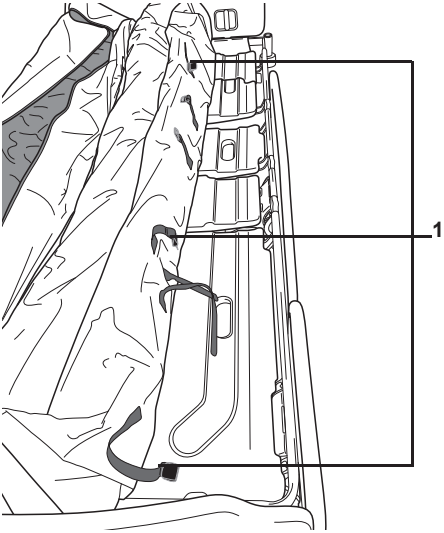

Figura 8: Vista de correas del colchón de la cabeza a los pies
6. Utilice las correas del colchón (figura 8, elemento 1) situadas en la parte inferior del colchón para fijar el colchón al armazón. Hay tres correas a cada lado del armazón: en total, seis correas en los extremos de la cabeza y de los pies (véase figura 8). También están disponibles dos correas *Skin IQ*. Asegúrese de que el colchón quede fijado a una sección articulada de la cama (véase figura 8).